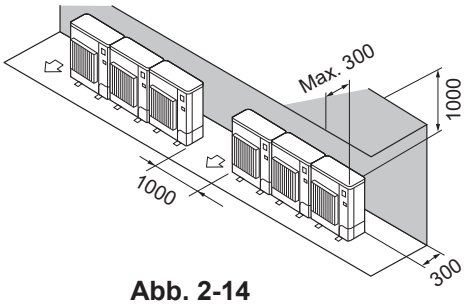

Abb. 2-14
(2) Hindernisse nur auf der Rück- und Oberseite (Abb. 2-14)